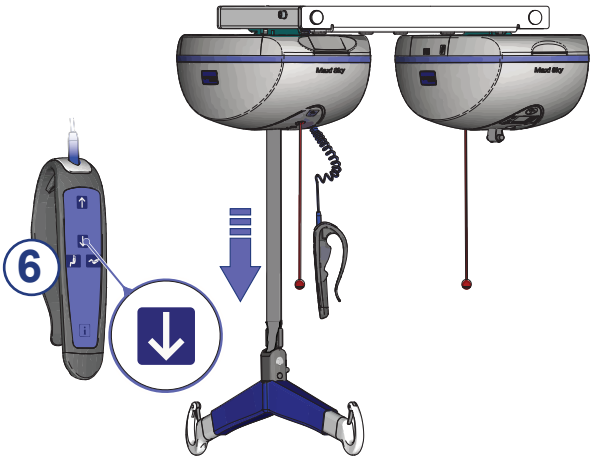

Abb. 73
5) Befolgen Sie die in Abb. 73 gezeigten Schritte, um den *Maxi Sky* 2 Plus im Einzel-Modus einzustellen.